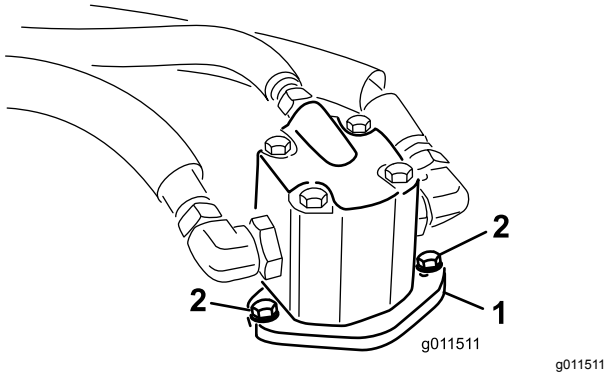

Figuur 103
4. Verwijder de bouten waarmee de hydraulische motor aan het maaidek is bevestigd (Figuur 103).